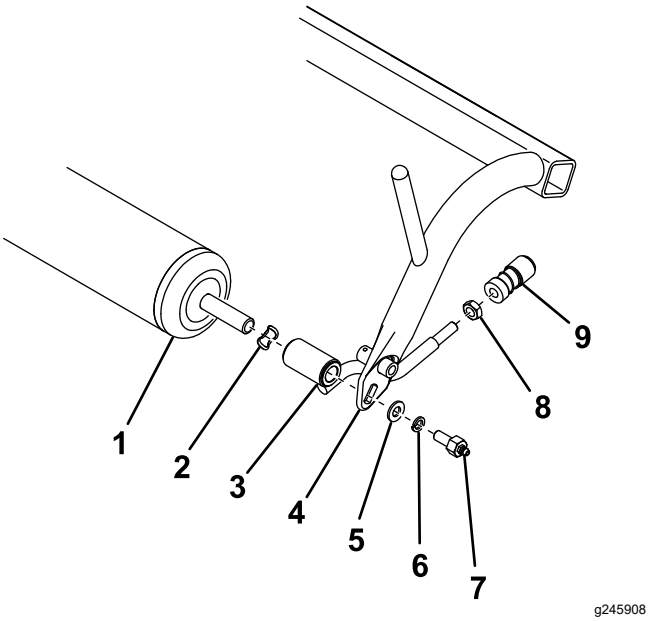

Figur 1
2. Avlägsna rullen, fjäderbrickorna, draglänksenheterna, planbrickorna, låsbrickorna och smörjskruvarna från dragramen (Figur 1).
3. Ta bort kulledsmottagarna från draglänksenheterna och spara dem (Figur 1). Släng alla fästelement du tog bort tidigare utom rullen och kulledsmottagarna.